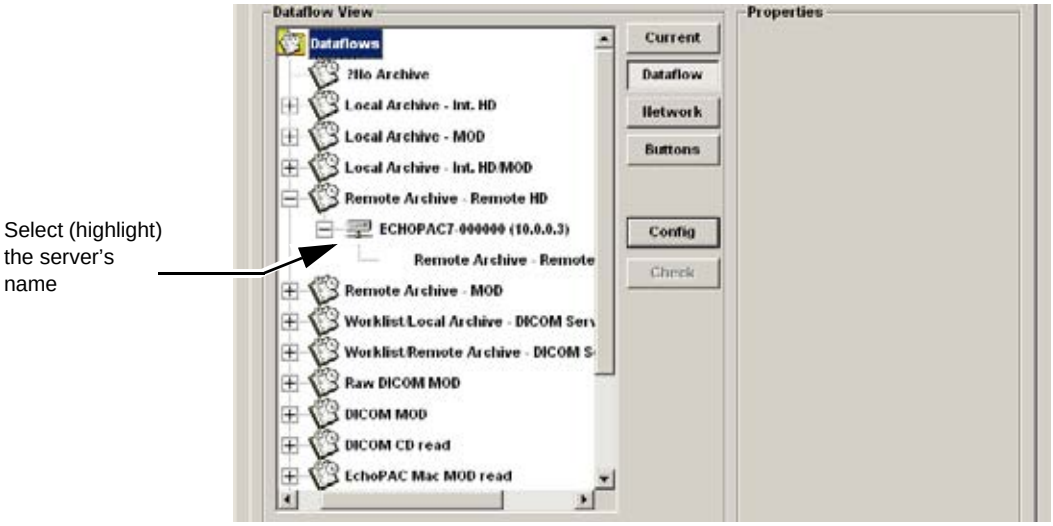

Figure 3-121 Remote HD dataflow contents
6.) Select the EchoPAC PC's name to highlight it, see Figure 3-121.